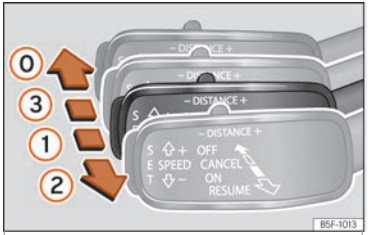
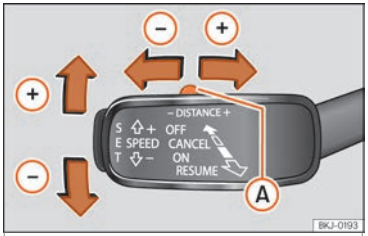

Fig. 272 On the left of the steering column: third lever for operating the Adaptive Cruise Control.
Fig. 273 On the left of the steering column: third lever for operating the Adaptive Cruise Control.
Once you are driving, if you wish to set the current speed as the vehicle's cruise speed and activate the ACC, press the **SET** ››› Fig. 273 button. If you wish to increase or reduce speed by intervals of 1 km/h (0.6 mph), move the lever to position (2) ››› Fig. 272 or press the **SET** button, respectively.
To increase/reduce the distance level, press the rocker switch towards the left/right ››› Fig. 273 (A).
- To activate the ACC, with the third lever in position (1) press the **SET** button or move the third lever of the ACC to position (2) ››› Fig. 272. At this point, the image of the »
To disconnect the ACC move the lever to the ⓪ position ››› Fig. 272 (engaged). An **ACC deactivated** message appears and the function is totally deactivated.
If you do not wish to disconnect the ACC, just to switch it temporarily to inactive mode (Standby), move the third lever to position ③ ››› Fig. 272 or press the brake pedal.